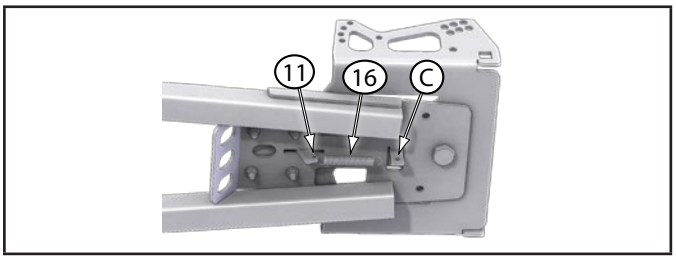

Figura 6 - Instalación del resorte de la palanca de pivote
4. Instale el resorte de la palanca de pivote (16) en la pestaña en la soldadura del tubo (C) y en el orificio en el mango del pivote (11) como se muestra figura 6.